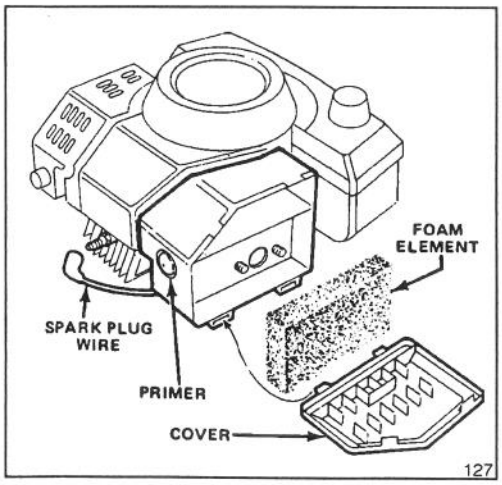
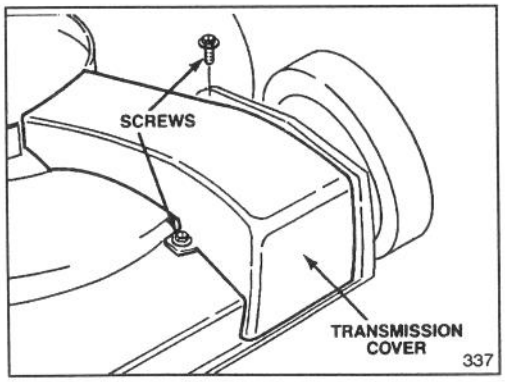

Figure 10
Figure 16
1. Stop the engine and pull wire off the spark plug (Fig. 10).
1. Stop engine and pull wire off spark plug (Fig. 10).
2. Lift tabs at top of air cleaner cover and pivot cover down. Clean cover thoroughly (Fig. 10).
3. If outside of foam element is dirty, remove it from air cleaner body (Fig. 10). Clean thoroughly.
1. Stop engine. Pull wire off spark plug (Fig. 10).
1. Stop engine and pull wire off spark plug (Fig. 10). Remove two screws and lift off transmission cover (Fig. 16).
1. Stop engine and pul wire off spark plug (Fig. 10).
2. Remove transmission cover (Fig. 16).